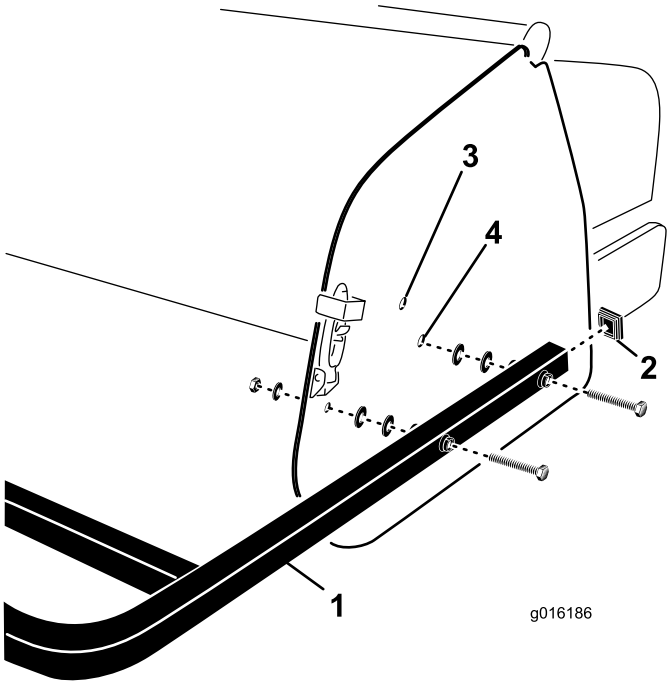

Figur 28
1. Sätt in ändkåporna i ändarna på rören på de bakre skydden (Figur 28).
2. Passa in hålen i monteringsrören på det bakre skyddet med hålen i luftarens sidoplåtar (Figur 28).
3. Fäst skyddets monteringsrör vid sidoplåtarna med fyra (4) skruvar, planbrickor och muttrar (Figur 28).